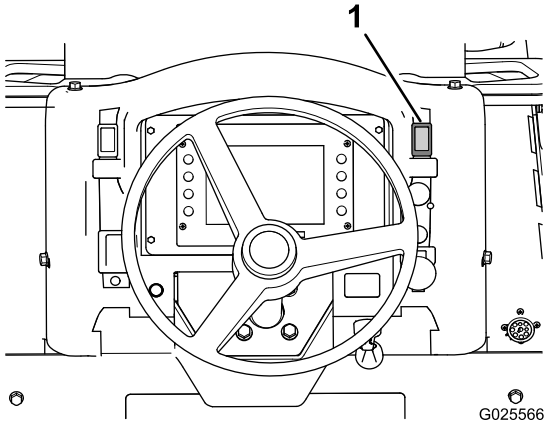

Figura 44
1. Mueva el interruptor del freno de estacionamiento (Figura 44) hacia arriba para poner el freno de estacionamiento.